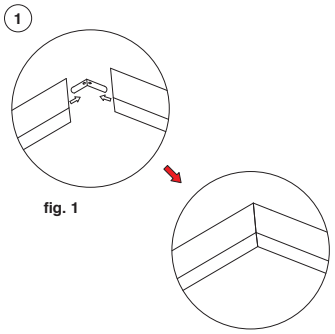

fig. 1
1) Assembly the frame according to the following illustration (**fig.1**)